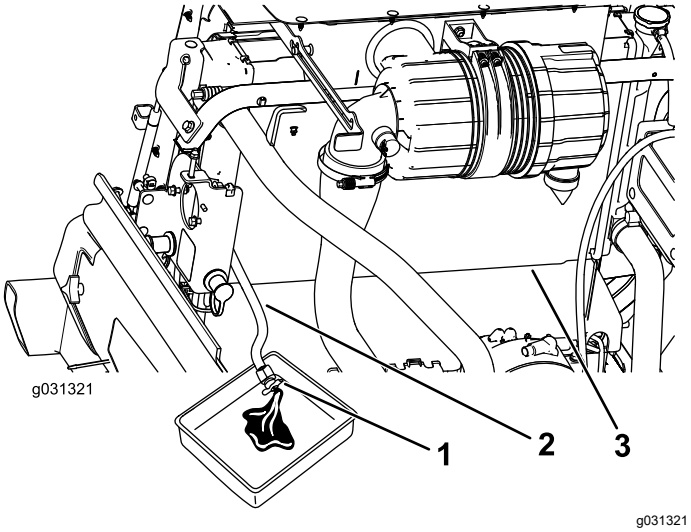

Figur 123
3. Placera kylaravtappningsslangen i ett avtappningskärl, öppna avtappningsventilen på kylarslangen och töm ut vätskan i kärlet (Figur 123).
4. Stäng kylaravtappningsslangens ventil (Figur 123).